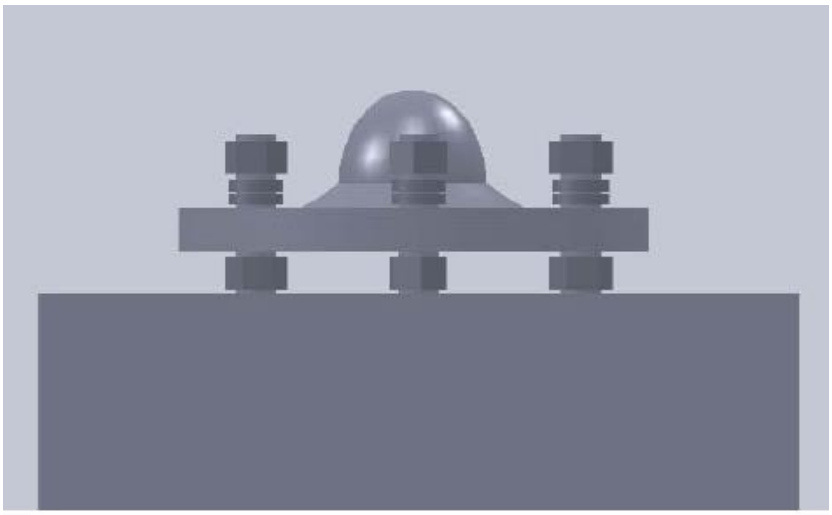

Fig.5-3 Installation diagram of lower ball and socket joint (ball)
Step 1: Install the lower ball and socket joint (ball) to the corresponding foundation pre-embedded bolts in accordance with the requirements of FSC platform installation drawings, and adjust them with the nuts of pre-embedded bolts. Each ball and socket joint's upper surface in the same phase should be adjusted to the same level according to the requirements of user's design drawings. Installation diagram of lower ball and socket joint (ball) is shown in fig.5-3.